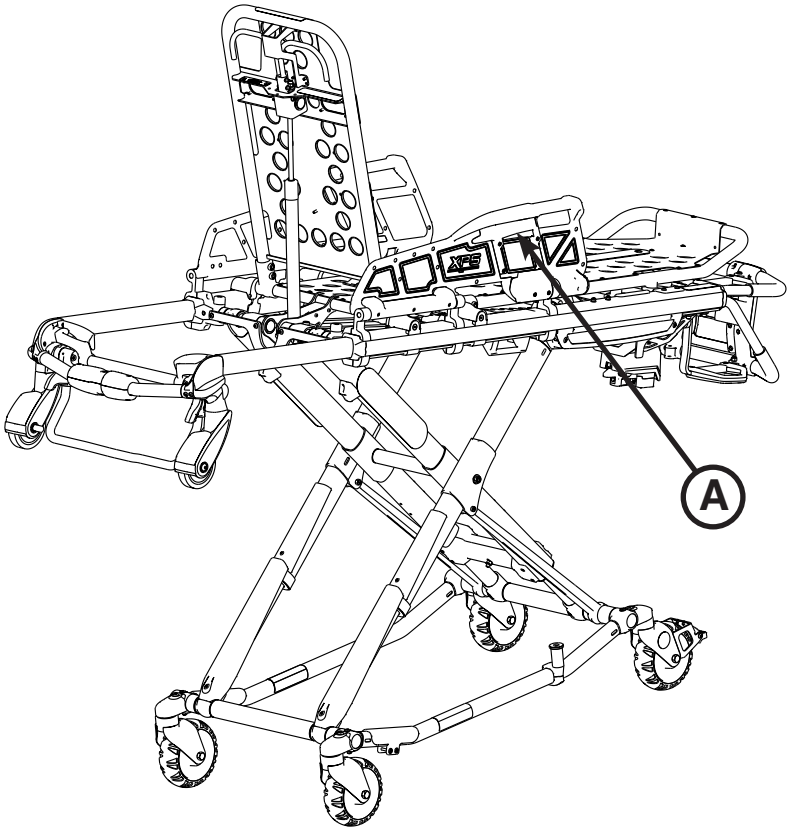

rys. 30
Aby opuścić poręcze boczne, należy je unieść w celu zwolnienia nacisku, a następnie pociągnąć za czerwoną dźwignię (A) (rys. 30).